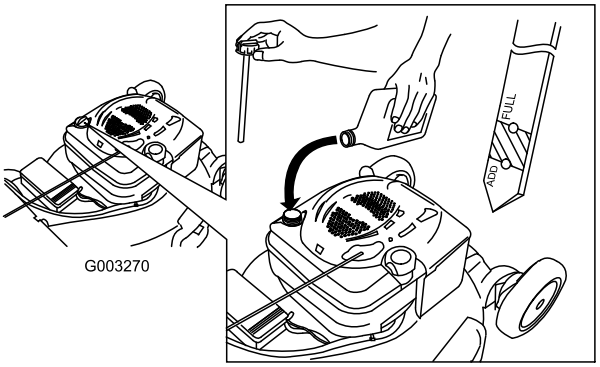

Figur 36
4. Fyll **långsamt** på olja i påfyllningsröret tills nivån når markeringen Full på oljestickan (Figur 36). **Fyll inte på för mycket.** (Maximal påfyllning: 0,59 l, typ: SAE 30 renad olja med API-klassificering SF, SG, SH, SJ, SL eller högre.)